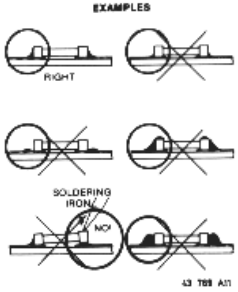

Fig. 8.3
g. The quantity of solder must be proportional to the size of the solder land. If the quantity is too great, the SMD might crack or the solder lands might be torn loose from the printed board (see Fig. 8.3).